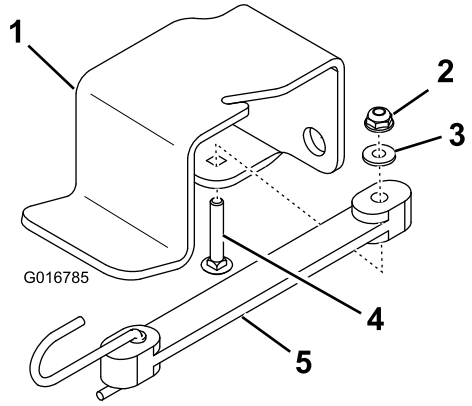

Bild 4
1. Befestigen Sie den Spanngurt mit einer Schlossschraube, einer Flachscheibe und einer Sechskantbundmutter an der Wagenheber-Stützhalterung (Bild 4).